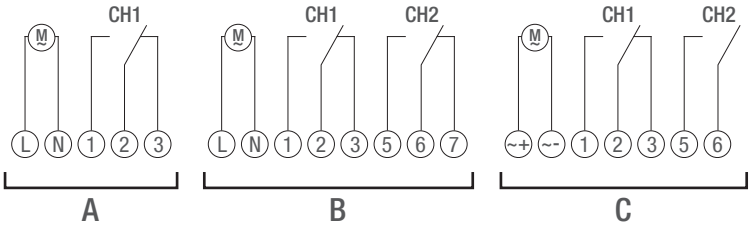

Rys. 5: Schemat połączeń
3. Podłącz zegar sterujący rozdzielacza zgodnie ze schematem połączeń (Rys. 5/A), (Rys. 5/B) lub (Rys. 5/C).